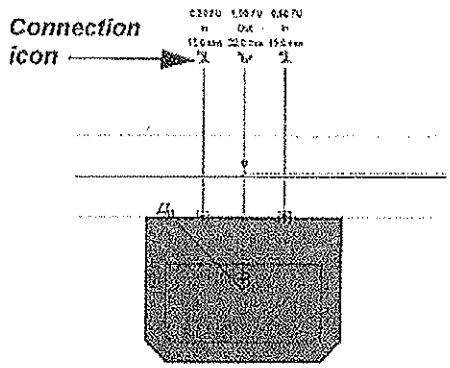

Figure 10–13
- Select a plumbing fixture, existing pipe or pipe fitting to display the connectors. Click on one of the connector icons as shown in Figure 10–13.